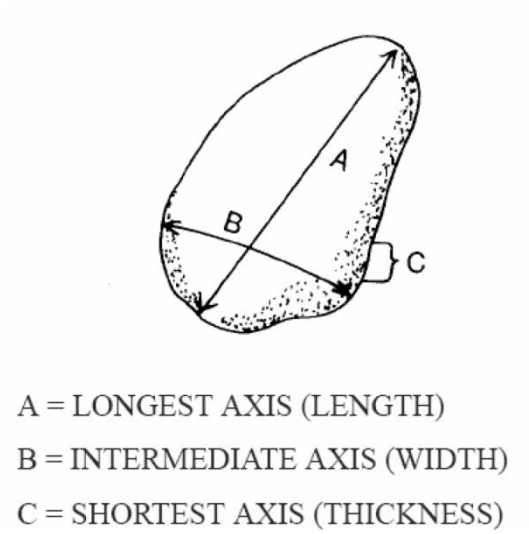

Figure 14—Axes of a pebble. The "B" of intermediate axis is measured for pebble counts (from Harrelson et al 1994).
6. Measure the substrate along the intermediate axis with a ruler (mm). The intermediate axis is the median side (B axis) of the rock (fig. 14); it is not the longest side (length-wise) or the shortest side (depth) of the rock. Visualize the B axis as the smallest width of a hole that the substrate could pass through.